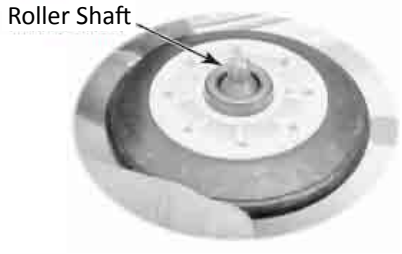

Figure 10
2. Slide the roller off the roller shaft (see Figure 10).